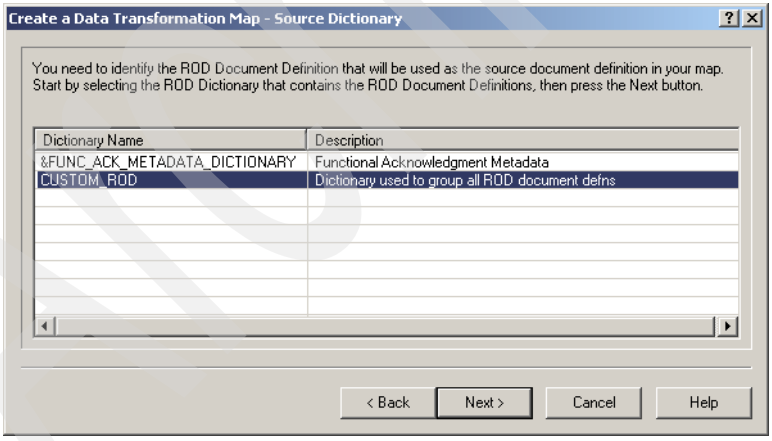

Figure 15-20 Select source dictionary
10. Select **CUSTOM_ROD** and click **Next** (Figure 15-20).